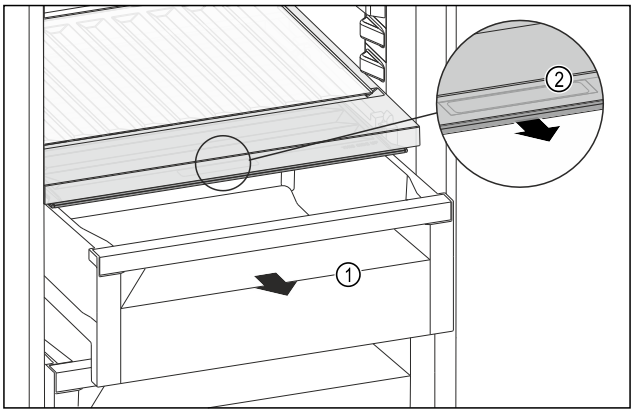

Fig. 195
- ▶ Pull out the drawer *Fig. 195 (1)*.
- ▶ Grasp the recessed grip *Fig. 195 (2)* on the compartment lid and pull the compartment lid forwards at the same time.